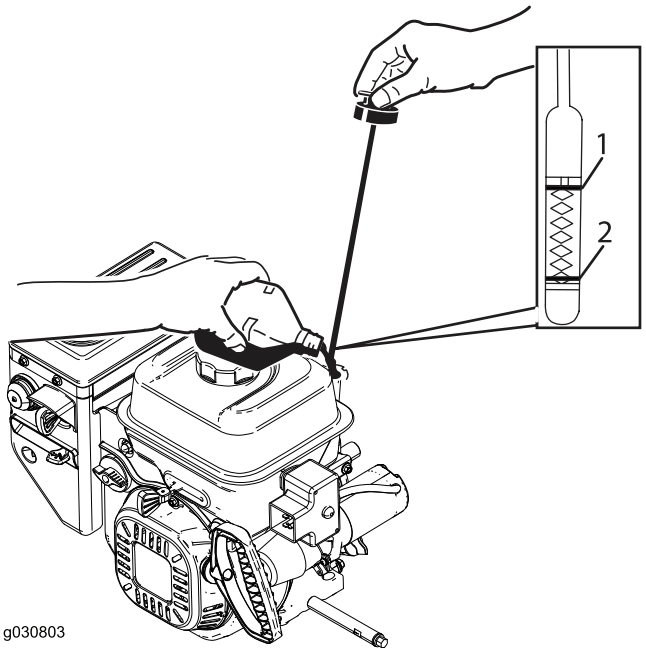

Рисунок 42
2. Выньте щуп и проверьте уровень масла (Рисунок 42). Если уровень масла находится ниже отметки Add (Добавить), то добавьте масла в двигатель. См. 6 Заправка двигателя маслом (страница 10)